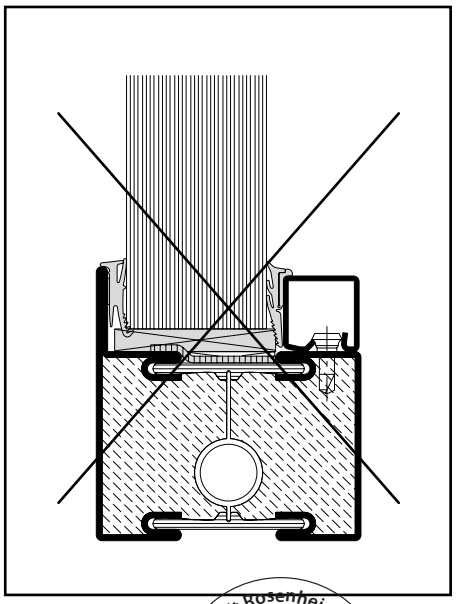

Abb. 20 / Fig. 20 / Fig. 20
- Es ist darauf zu achten, dass die Glasklötze glasleistenseitig gegenüber dem Glas nicht zu stark vorstehen. Ansonsten wird die Montage der Keildichtung erschwert (Abb. 20).
- Veiller à ce que dans la zone de calage du coté des parcloses la cale ne ressorte pas trop. Cela compliquerait la pose du joint (fig. 20).
- Ensure that the glazing pads do not protrude excessively past the glass on the glazing bead side. Otherwise the installation of the wedge weatherproofing will be made more difficult (fig. 20).